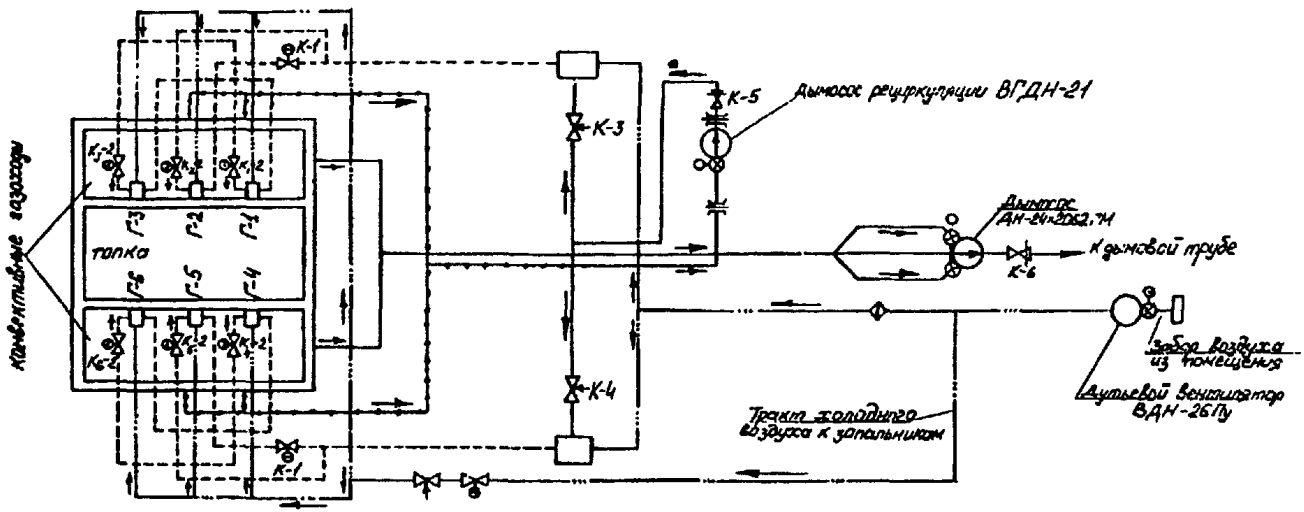

Рис. 1. Схема газовоздухопроводов водогрейного котла КВГМ-180-150:
2.1.12. Провентилируйте топку и газовоздухопроводы котла, включив дымосос, дымосос рециркуляции и вентилятор, собрав схему газовоздуховодов (рис. 1), для чего: